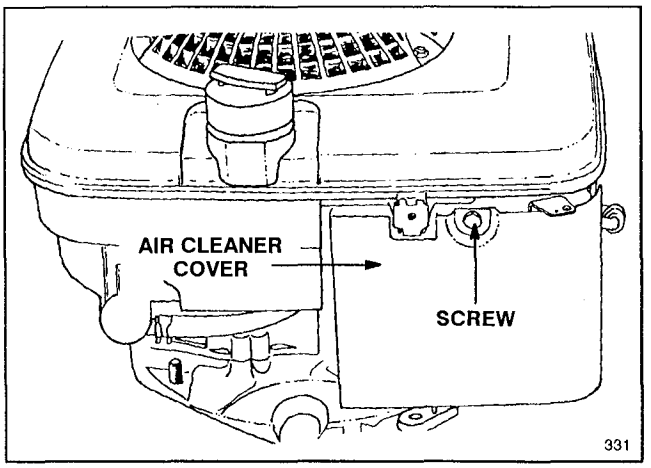

Figure 8
2. Remove screw securing air cleaner cover to engine (Fig. 8). Tilt cover down and clean thoroughly.